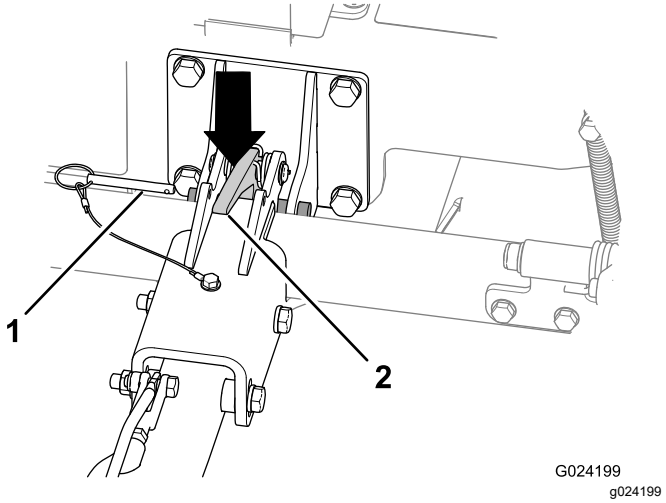

**Figur 22**
2. Dra ut låspinnen (Figur 22).
4. Tryck nedåt på dragkrokens spärrhak för att låsa upp dragkroken (Figur 22).